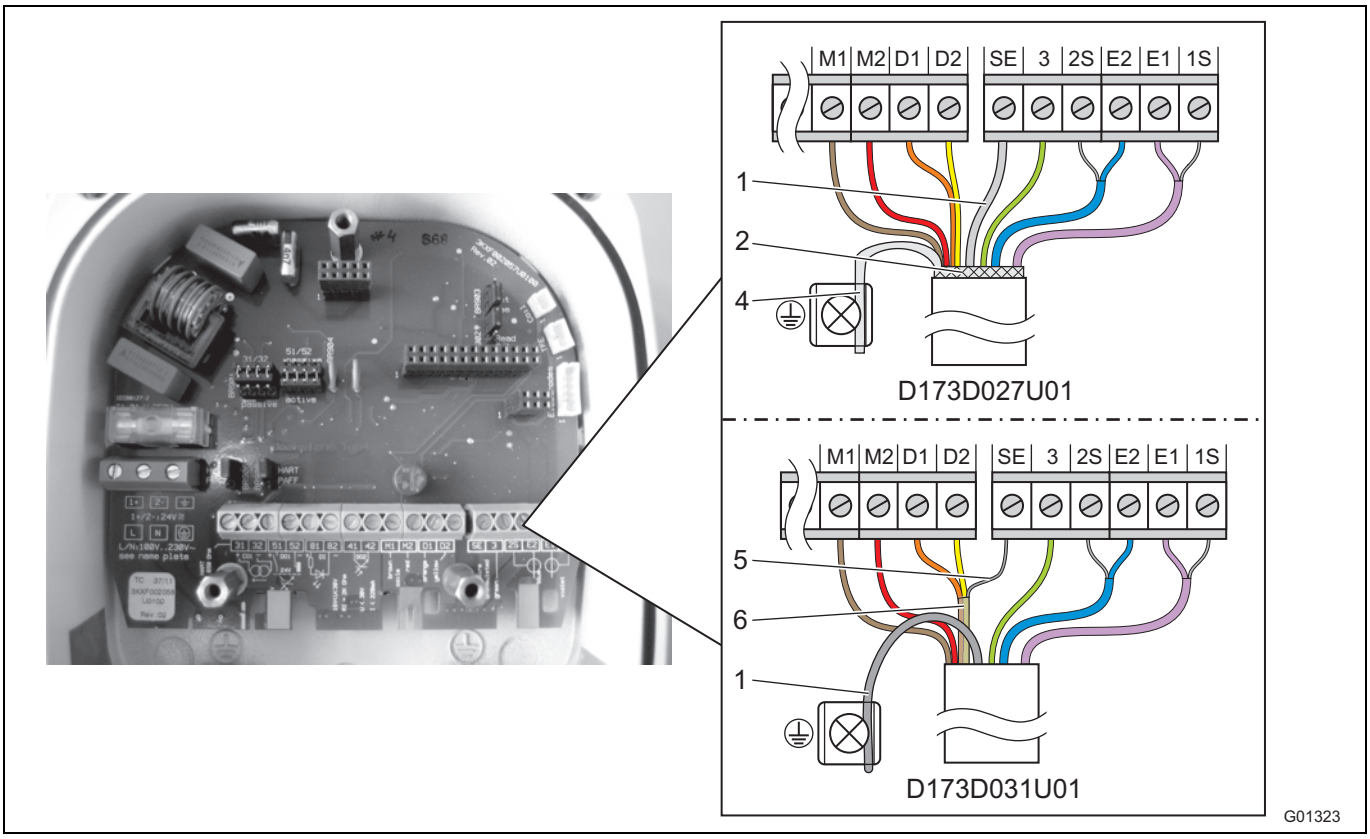

Fig. 29: Lado del transmisor, medidas en mm (inch)
Confeccionar el terminal de cable en el lado del transmisor, procediendo como se muestra en Fig. 29.
- Conectar todos los conductores restantes procediendo como se muestra en Fig. 29.